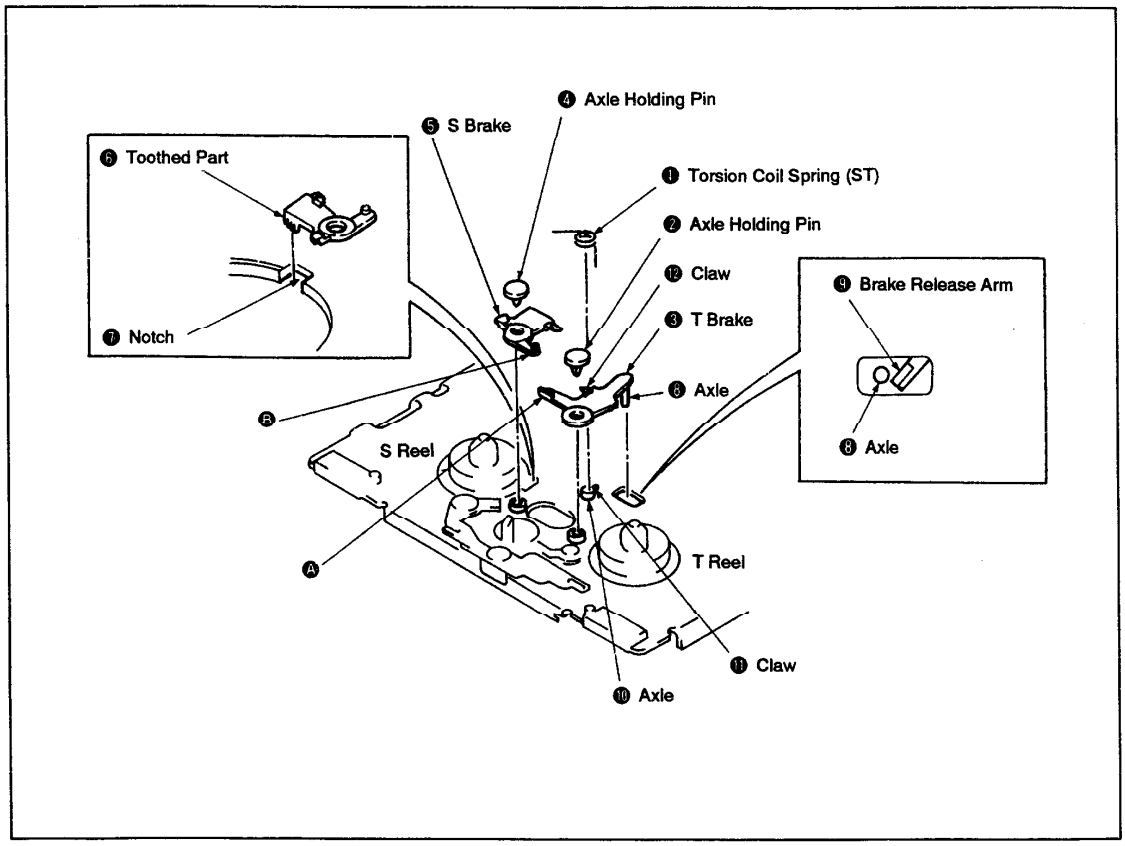

Fig. 3-4.
1. Removal (See Fig. 3-4.)
2. Installation (See Fig. 3-4.)